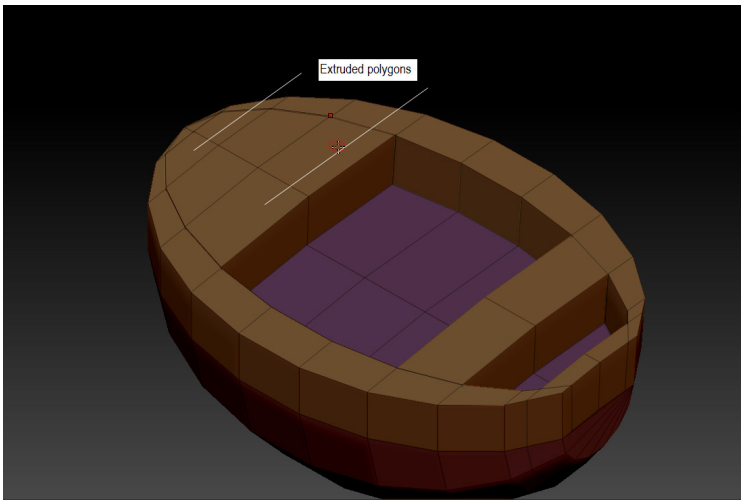

Figure 3-122 *The extruded polygons*
9. Select the polygons of the *boat* and move them upward; the polygons are extruded, as shown in Figure 3-122.